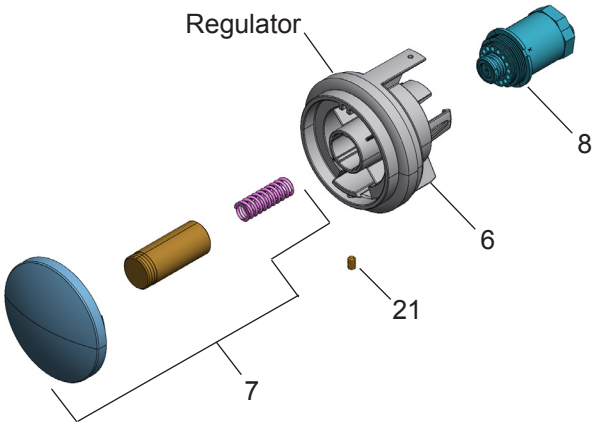

Figure 8 - Push Button Assembly
14. **Check** stream height from bubbler. Stream height is factory set for 35 PSI supply. If supply pressure varies greatly from this, remove push button (Item 7 - Fig. 8) and adjust the screw on the regulator (Item 8 - Fig. 8). To remove push but ton, remove setscrew from bottom of sleeve (Item 21). Insert a small punch in screw hole and push up while grasping the push button and pull forward removing the push button. Clock wise adjustment will raise stream height and counterclockwise movement will lower stream height. For best adjustment stream should hit basin approximately 6-1/2" from the bubbler. Reassemble the push button by pushing in on button until the push button catches in the sleeve. Reinstall the setscrew (Item 21) in the sleeve (Item 6).